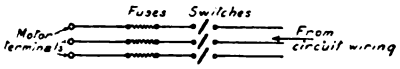

Fig. 6—Diagram of 3-Phase Connections. Squirrel-cage Motor
A.C. Motor Starting.—The A.C. motor is usually "polyphase," that is, either two- or three-phase. For small power installations, such as are being considered in this article, "squirrel-cage" or "short-circuited rotor" machines are almost invariably used. These are more simple to start up than a D.C. machine, as no special starter is required. Consequently the motor (either two- or three-phase) can be switched directly on the line. The sketches, Figs. 6 and 7, show the connections in diagram form. In either case the switches used must be linked together, so as to make or break the circuit on each conductor simultaneously.